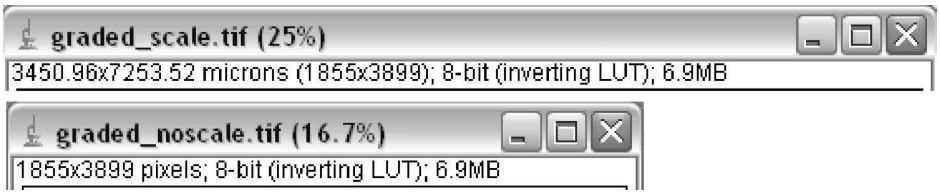

Figure B5. (A) The title bar for an image in ImageJ with scale information. (B) The title bar for an image in ImageJ without scale information.
- The image must have no scale set (Fig. B5). If there is a scale set, go to the ImageJ menu Analyze > Set Scale. Choose 'Reset'. When done, 'Save As' the image, close then and reopen it.